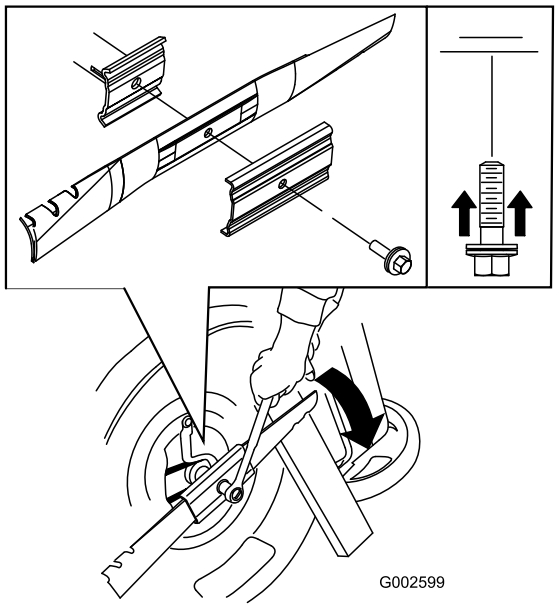

Bild 38
3. Stabilisieren Sie das Messer mit einem Holzblock (Bild 38).
4. Nehmen Sie das Messer ab und bewahren Sie alle Befestigungsschrauben auf (Bild 38).
5. Setzen Sie das neue Messer und alle Schrauben auf (Bild 38).